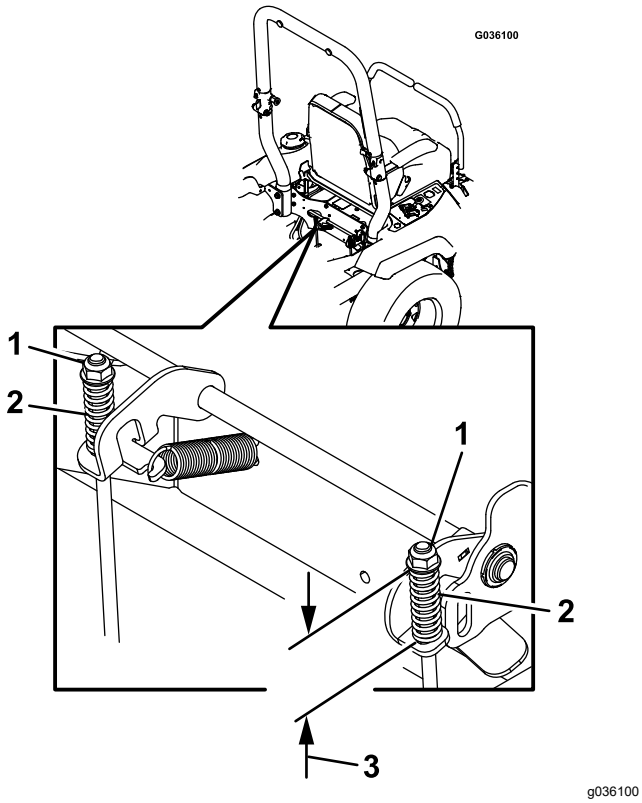

Figuur 59
7. Controleer de lengte van de beide veren zoals wordt getoond in Figuur 59. Als afstelling nodig is, draai de bovenste moer dan rechtsom om de veer korter te maken en naar links om de veer langer te maken.